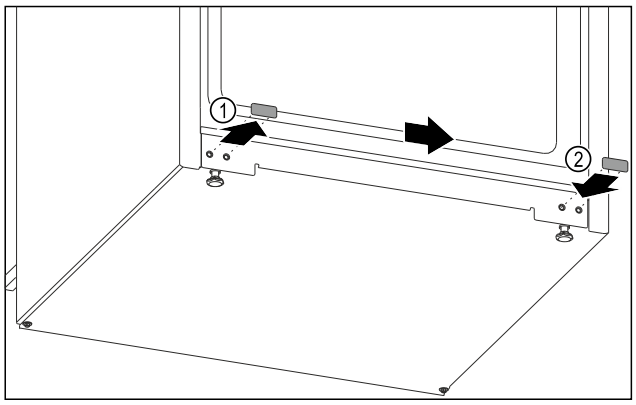

Fig. 12
▶ Izvelciet nosedzošo aizbāzni. *Fig. 12 (1)*
▶ Ievietojiet nosedzošo aizbāzni pretējā pusē. *Fig. 12 (2)*